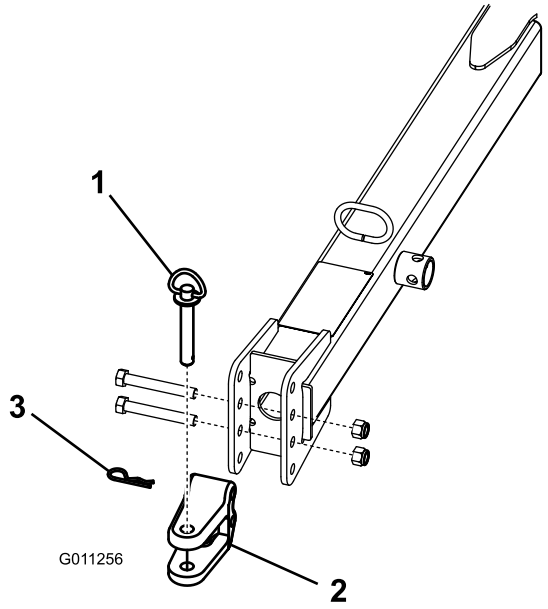

Figuur 9
- Verwijder de bouten en borgmoeren waarmee de gaffel van de trekhaak is bevestigd (Figuur 9) aan de trekhaakkoppeling.